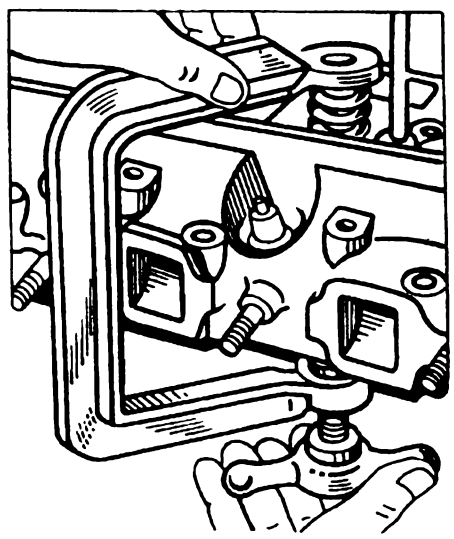

Рис. 53. Снятие клапанов
20. Снимите съемником (рис. 53) клапанные пружины, снимите клапаны и уложите все детали на стеллаже. Для облегчения снятия пружин клапанов рекомендуется после предварительной затяжки винта съемника слегка ударить рукояткой молотка по тарелке скобы съемника. Съемник позволяет снимать и устанавливать пружины клапанов на головках цилиндров, как в сборе с выпускными коллекторами, так и без них.